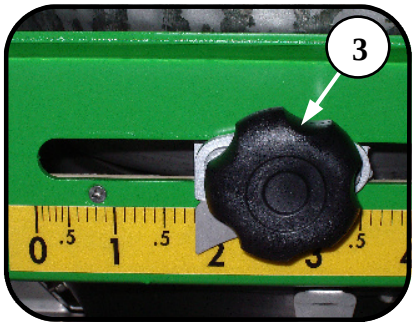

Rys. 39
- dokonać nastawy za pomocą nakrętki blokującej (1) ustawiając na skali wartość [1,8] (Rys. 39);